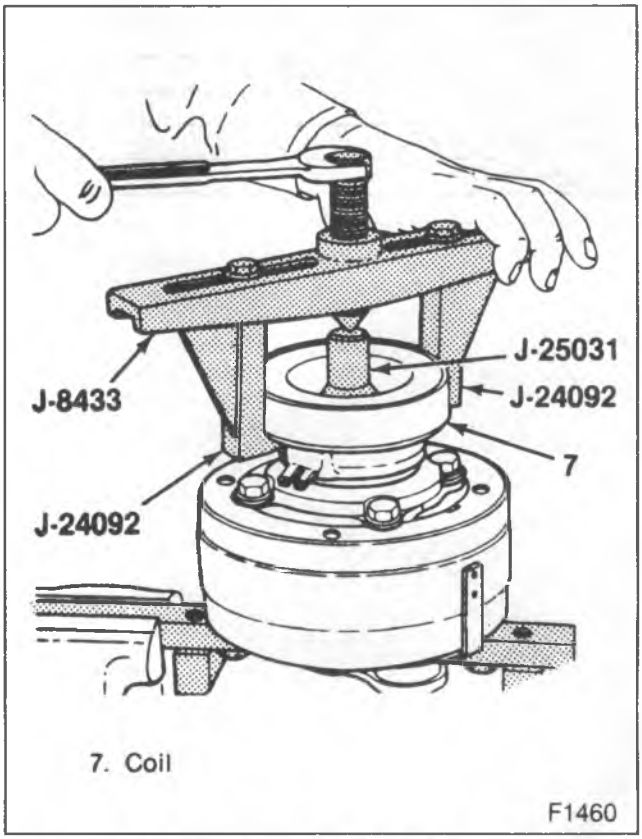

Figure 81 – Removing the Multi-Rib Clutch Coil
1. Clutch drive hub (3).
2. Rotor (5).
3. Clutch coil (7) from the front head (15) (figure 81).
- Install J 25031 guide to shaft (34).